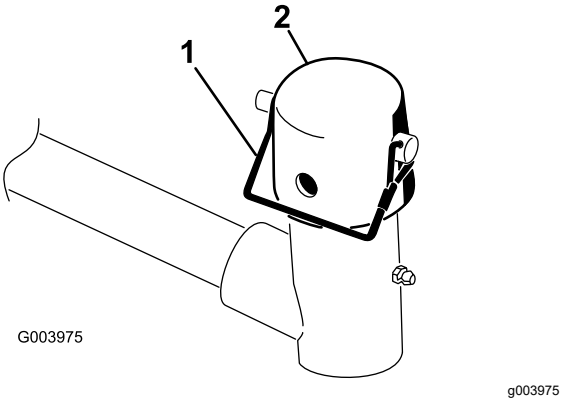

**Figuur 9**
8. Verwijder de borgpen en het kapje van het juk van het draaipunt van de hefarm (Figuur 9).
**Opmerking:** Gebruik de sleuf als een sturend maaidek is gewenst of de opening als het maaidek moet worden vastgezet in zijn stand (Figuur 9).